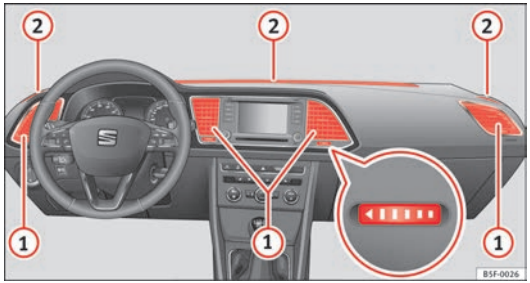

Fig. 116 On the dash panel: air vents
To ensure proper heating, cooling and ventilation in the vehicle interior, air vents ⇒ Fig. 116 (1) should remain open.